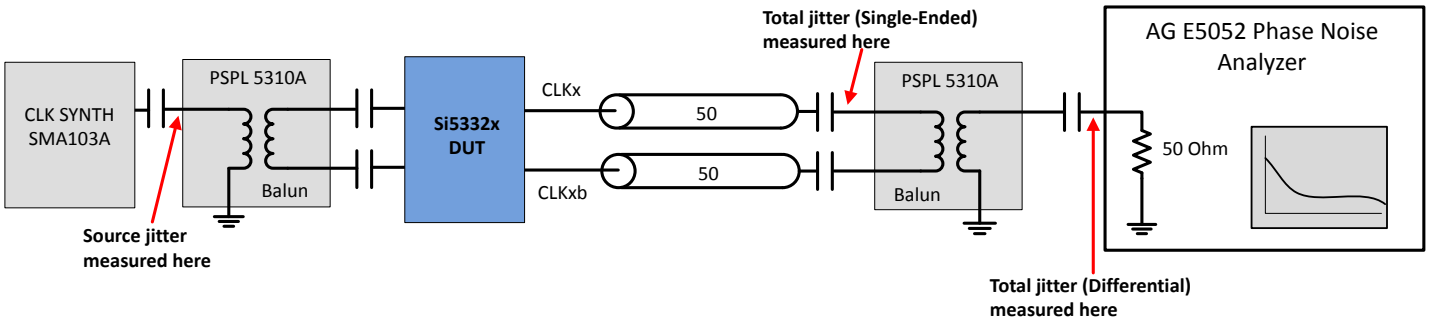

Figure 2.9. Differential Measurement Method Using a Balun
3. Measured differentially using a balun at the phase noise analyzer input. See Figure 2.9 Differential Measurement Method Using a Balun on page 10.